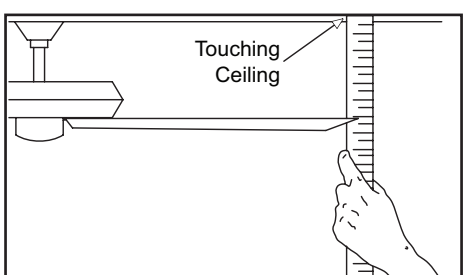

Figure 10
2. Most fan wobble problems are caused when blade levels are unequal. Check this level by selecting a point on the ceiling above the tip of one of the blades. Measure from a point on the center of each blade to the point on the ceiling. Measure this distance as shown in Figure 10. Rotate the fan until the next blade is positioned for measurement. Repeat for each blade. Measurements deviation should be within 1/8”. Run the fan for 10 minutes.